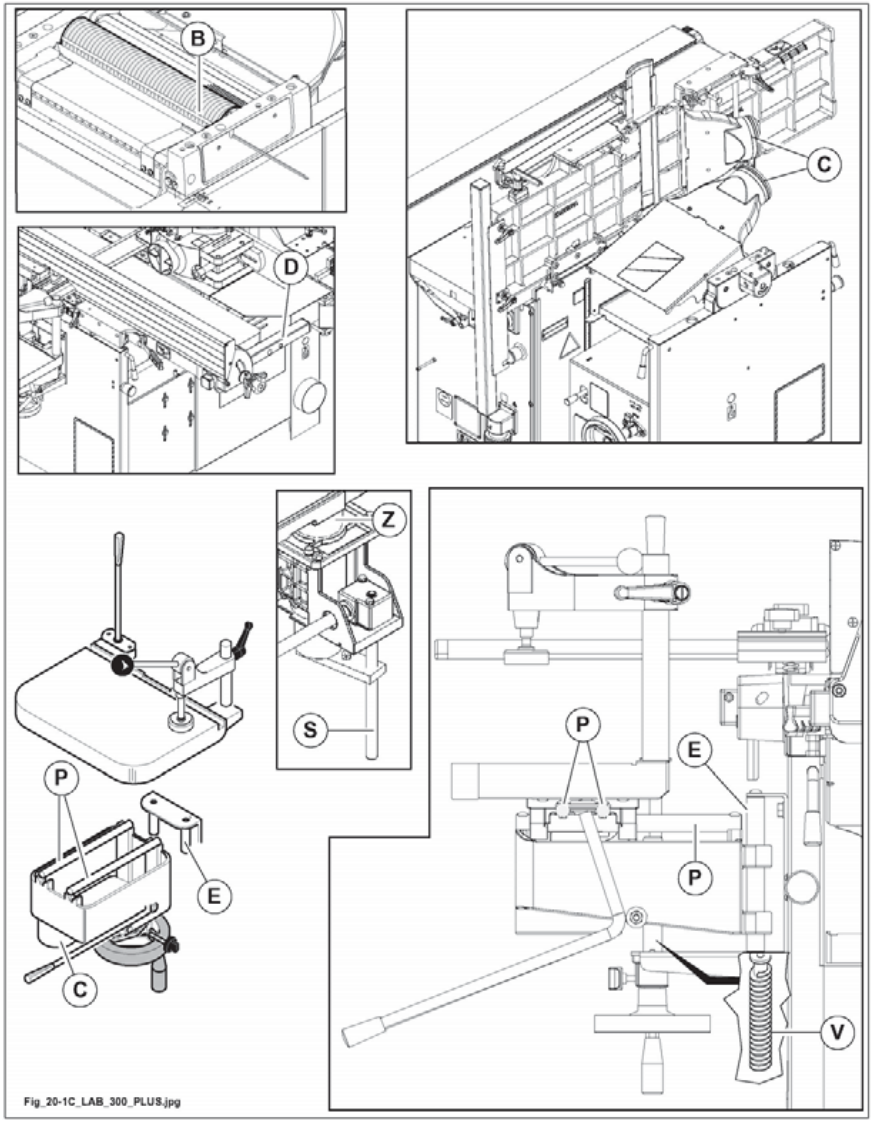

Abb. 20.1C
- messer (B Abb. 20.1C) der Messerwelle;
- die Gleitstange (D Abb. 20.1C) des Fügeanschlags (OPT);
- Führungen (E Abb. 20.1C) für das Gleiten der Längslochbohrvorrichtung (OPT);
- die Gleitstangen (P Abb. 20.1C) der Längslochbohrtische (OPT);
- die Hebeschrauben (V Abb. 20.1C) der Längslochbohrvorrichtung (OPT);
- dickentischhub - Die Hebeschrauben (S Abb. 20.1C);
- dickentischhub - Gleitstange der Welle (Z Abb. 20.1C).